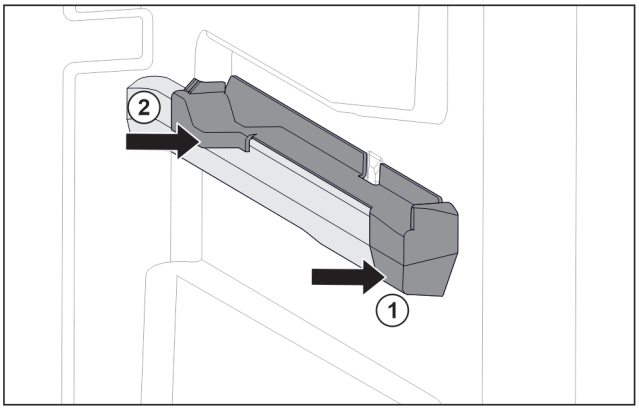

Fig. 124 Aufsteckteil auf der rechten Behälterrippe
▶ Aufsteckteil vorne an Behälterrippe ansetzen. *Fig. 124 (1)*
▶ Aufsteckteil hinten andrücken. *Fig. 124 (2)*